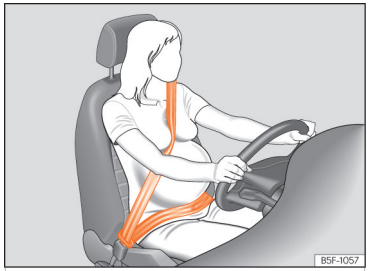

Abb. 25 Gurtbandverlauf bei schwangeren Frauen.
Bei **schwangeren Frauen** muss der Sicherheitsgurt gleichmäßig über die Brust und möglichst tief vor dem Becken verlaufen sowie flach anliegen, damit kein Druck auf den Unterleib ausgeübt wird - und das während der gesamten Schwangerschaft **››› (Abb. 25)**.
- **Das Beckengurtteil des Sicherheitsgurts muss bei Schwangeren möglichst tief vor dem Becken verlaufen und „um den runden Bauch herum“ flach anliegen ››› (Abb. 25).**